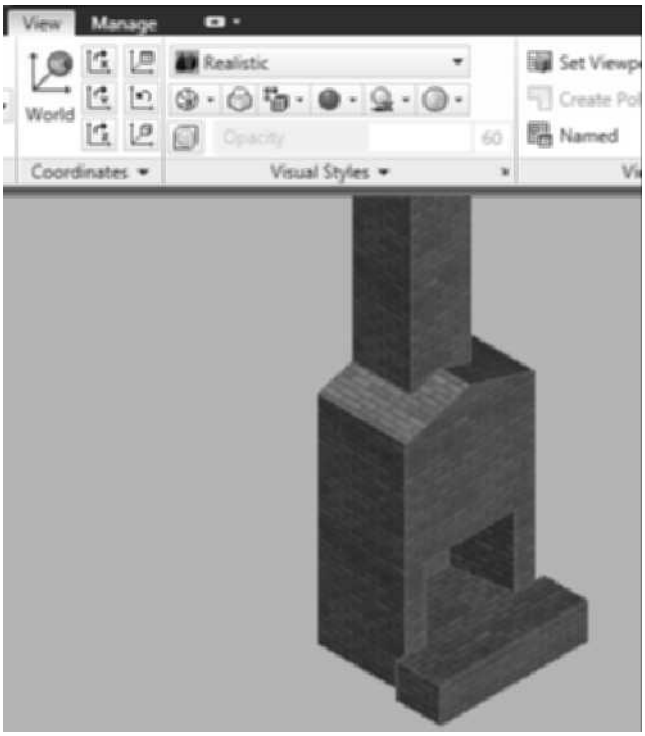

FIGURE 4.72 *Choose Realistic from the Visual Styles panel*
12. Choose the View tab. Choose **Realistic** from the **Visual** Styles flyout of the Visual Styles panel to view the mass group as shown in Figure 4.72.